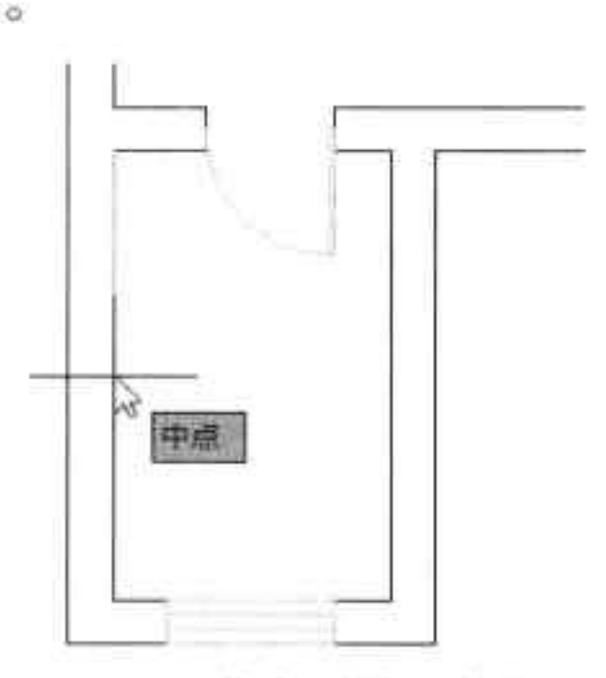

图18-16 指定图块插入基点
Step 16 在绘图区域中，根据命令行提示，选择好墙边线，然后指定好图块插入基点，如图 18-16 所示。